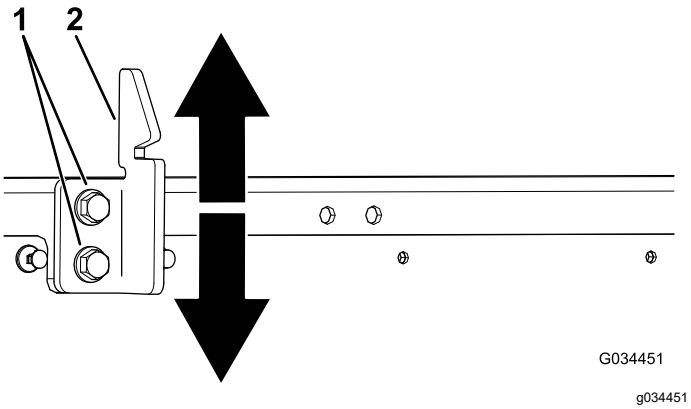

**Figur 55**
3. Løsn de 2 bolte på ladets låsestykke, og flyt låsestykket op eller ned, afhængigt af om låsestykket er for højt eller for lavt (Figur 55).
4. Stram de 2 bolte på ladets låsestykke (Figur 55).